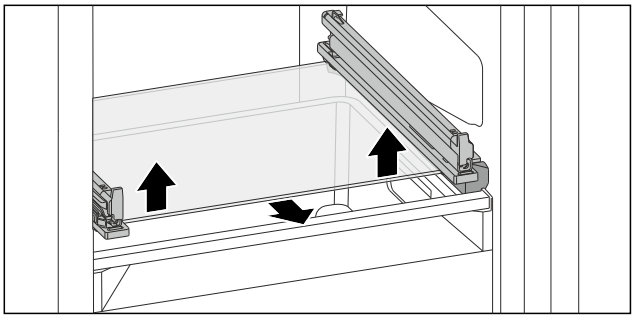

*Fig. 177 Placa de sticlă a sertarului înclinabil*
▶ Apăsați placa de sticlă de jos în sus pe ambele părți. (vezi Fig. 177)